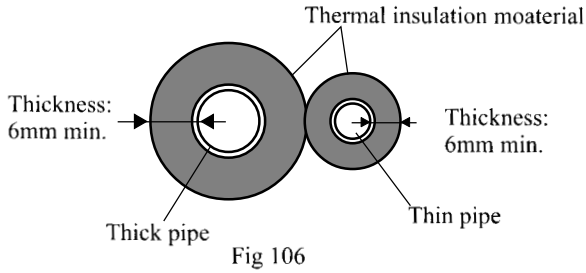

Fig 106
(1)To avoid condensation dew and leakage of water, the thick pipe and thin pipe should be wrapped with thermal insulation material and gummed tape for insulation (see Fig. 106).